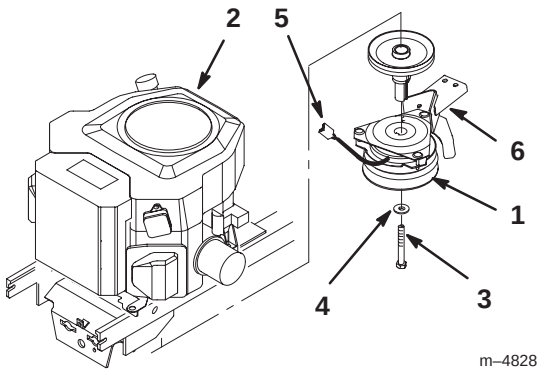
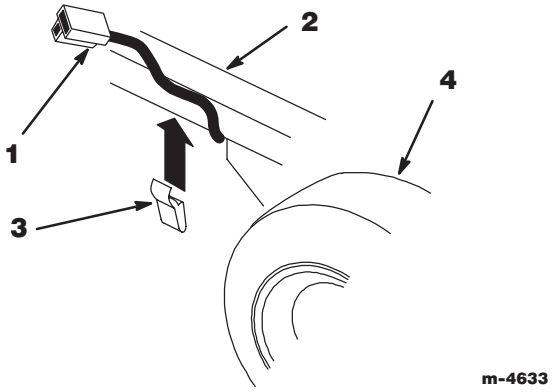

Abbildung 7
Abbildung 8
11. Die Kupplungsdrahtklemme vom Traktorkabelbaum lösen und die Halteklemme entfernen (Abb. 8). Mittlere Halteschraube und Unterlegscheibe entfernen. Dann die Zweischeibenkupplung aus der Welle schieben (Abb. 7).
12. Die Kupplung so positionieren, daß der Draht zur rechten Vorderseite des Traktors zeigt und der Punkt im Dreieck im oberen Anschlag liegt. Den Keil in der Kupplung auf die Keilnut ausrichten und die Einscheibenkupplung auf die Welle schieben (Abb. 7). Auf die Gewinde der zuvor entfernten Befestigungselemente Gewindekleber geben.
14. Halteklemme und Kupplungsstecker wie in Abbildung 8 gezeigt an der rechten Rahmenseite installieren. Darauf achten, daß im Steckerkabel zwischen Kupplung und Halteklemme kein Durchhang vorhanden ist.
15. Den Kupplungsstecker in die Klemme des Traktorkabelbaums stecken (Abb. 7).